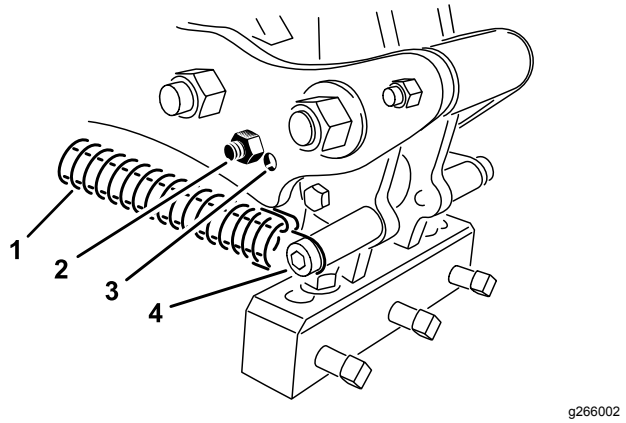

**Figur 37**
Ställ in luftarpinnarnas vinkel i enlighet med luftarpinnslängden genom att använda ett av de två justeringshålen i länkarmen. Hålen är endast förinställda värden. Om du använder 17,8 cm till 25,4 cm långa luftarpinnar ska huvudstötdämparen vara placerad närmast baksidan av luftarpinnshuvudet. Det andra läget – hålet längst bort från huvudet (Figur 37) kan behöva användas vid variationer i jordförhållandena.
3. Frigör fjäderspänningen till luftarpinnshuvudet (Figur 37).
4. Ta bort stötdämparskruven och stötdämparen från länkarmen och sätt i dem i det andra justeringshålet (Figur 37).